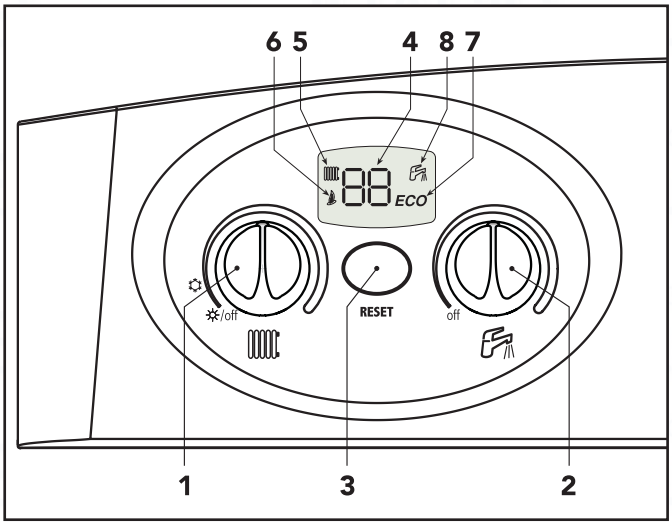

Fig. 1
During normal operation, the boiler diagnostics control sends information on the state of the boiler via the display (Fig.1).
Turn the knobs (ref. 1 and 2 Fig. 1) onto minimum.
To set the system delivery temperature, turn the knob (ref. **1** - Fig. 1).
To set the tap water temperature, turn the knob (ref. **2** - Fig. 1).